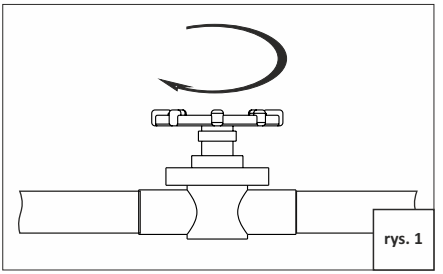

rys. 1
2. Zamknąć główny zawór dopływu wody (rys. 1).